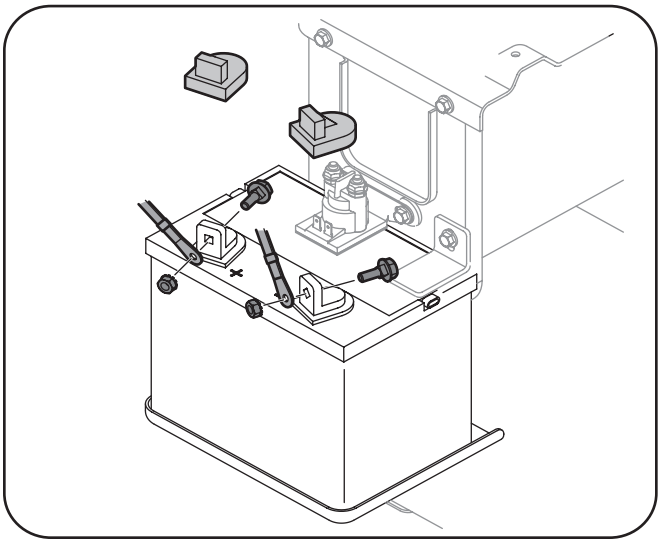

Figure 3-12
2. Enlevez le couvercle en plastique, si équipé, de la borne positive de la batterie et attachez le câble rouge à la borne positive de la batterie (+) avec le boulon et l'écrou à six pans. Voir la Fig. 3-12.
3. Enlevez le couvercle en plastique, si équipé, de la borne négative de la batterie et attachez le câble noir à la borne négative de la batterie (-) avec le boulon et l'écrou à six pans. Voir la Fig. 3-12.